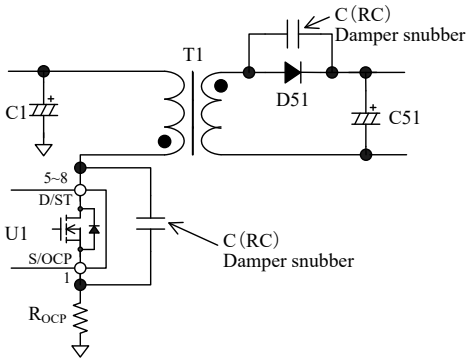
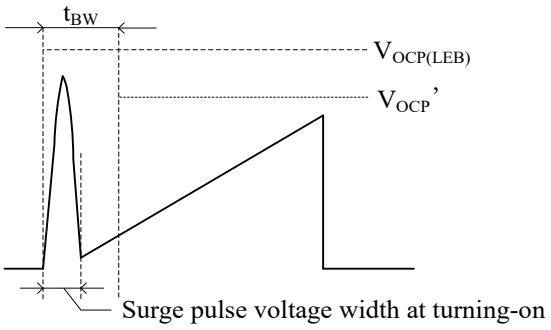

Figure 10-13. Damper Snubber
Figure 10-12. S/OCP Pin Voltage
During Leading Edge Blanking Time, the OCP threshold voltage becomes $V_{OCP(LEB)}$ = 1.69 V which is higher than the normal OCP threshold voltage as shown in Figure 10-12. Changing to this threshold voltage prevents the IC from responding to the surge voltage in turning-on the power MOSFET. This function operates as protection at the condition such as output windings shorted or unusual withstand voltage of secondary-side rectifier diodes.
When the power MOSFET turns on, the surge voltage width of the S/OCP pin should be less than t_{BW}, as shown in Figure 10-12. In order to prevent surge voltage, pay extra attention to R_{OCP} trace layout (see Section 11.2). In addition, if a C (RC) damper snubber of Figure 10-13 is used, reduce the capacitor value of damper snubber.